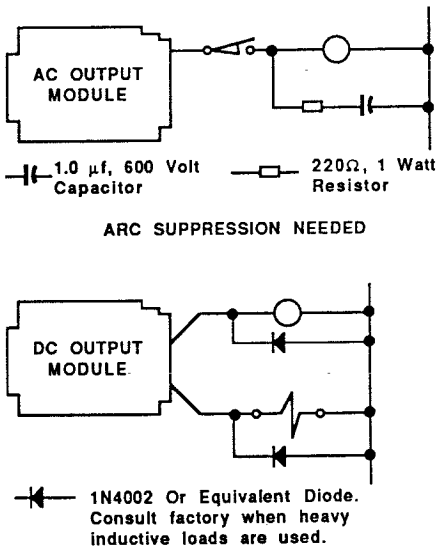

FIGURE 3-20 DEVICE ARC SUPPRESSION
2. 115 volt AC coils, solenoids, etc. do not have to be suppressed unless a contact is placed between the coil and the AC Output Module. Refer to Figure 3-20.
3. DC outputs must be suppressed by use of a diode. Refer to Figure 3-20. If dropout time is critical in an application, a metal oxide varistor (MOV) should be used for DC output arc suppression in place of the diode. The metal oxide varistor should be rated at 50V or less.